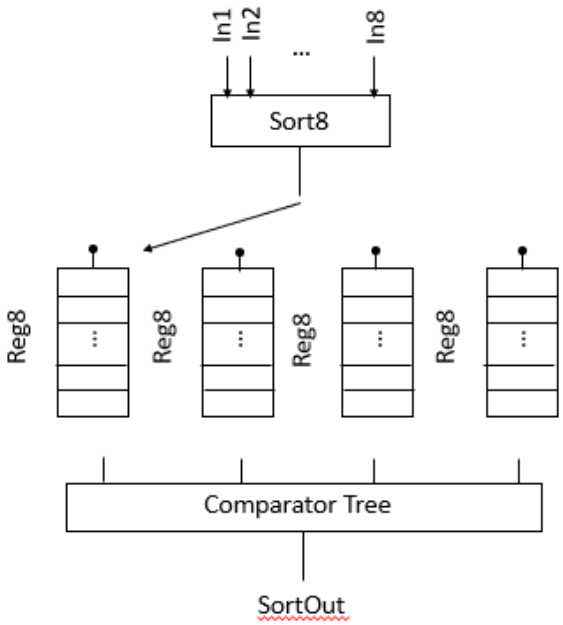

Fig. 5 Block diagram of "**SelectTopK**"
3. Construct the module (**SelectTopK**) of merger sort to select top 4 among 32 input elements ($[x_1\ x_2\ x_3\ \ldots\ x_{32}]$) under your control. One example is given as in the following Fig. 5. Use a comparator tree to receive the sorted results from each group and then activate your comparator tree to select top 4 values. Maybe your need two sets of **Reg8** buffers, one for saving the outputs of the next block from Sort8, and the other for sending the contents of the current block to the comparator tree.